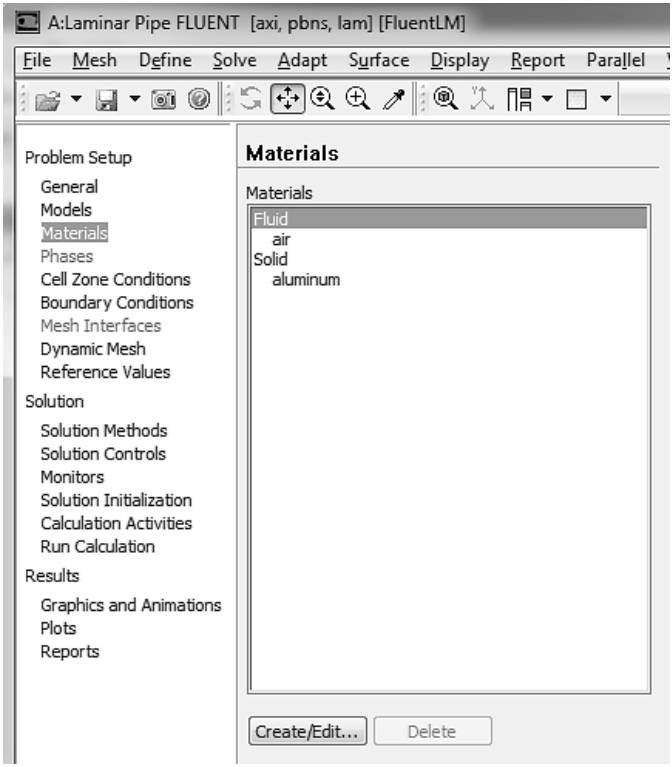

Рис. 41.
1) Для создания жидкости с такими свойствами выполняем следующие действия: Materials→Fluid→Create/Edit, рис. 41.